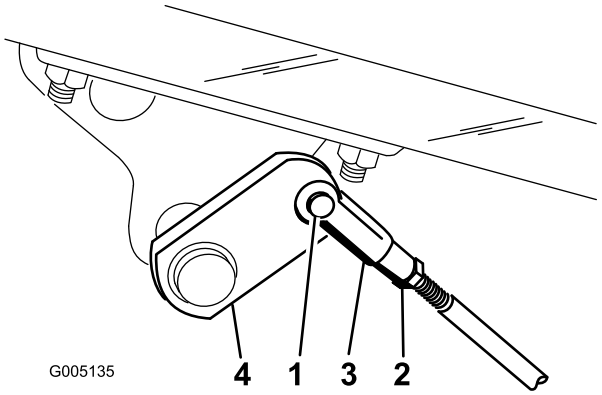

Figuur 54
2. Als de remmen niet in gelijke mate blokkeren, maakt u de remstangen los door de borgpen en de gaffelpen te verwijderen (Figuur 54).
3. Draai de contramoer los en stel de gaffel af (Figuur 54).
4. Monteer de gaffel aan de remas (Figuur 54).